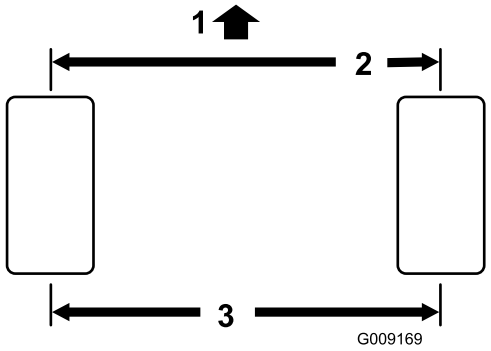

Figur 65
2. Mål afstanden fra midte til midte (i akselhøjden) på de styrende dæk, foran og bag akslen (Figur 65).